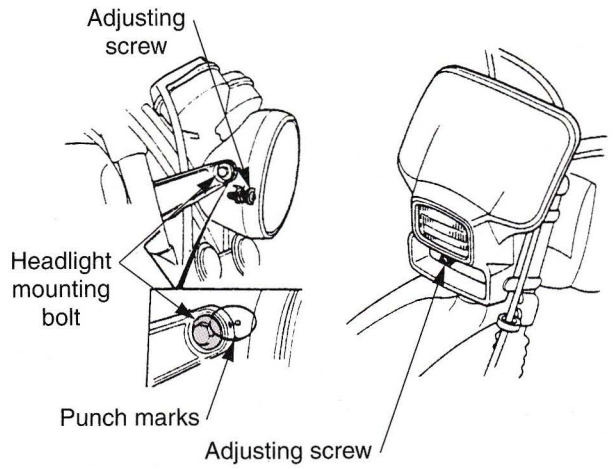

Figure 17-6. Adjusting a motorcycle headlight assembly. (Honda Motor Co., Ltd.)
1. Vertical adjustment. With the headlight on high beam, the brightest point of light should be 2″ (50.8 mm) below the horizontal mark at a distance of 25′ (7.62 m). To typically make a vertical adjustment, loosen the headlight mounting bolts, matching the punch mark on the case and the bracket by moving the headlight up or down, **Figure 17-6.** Some motorcycle headlights have an adjusting screw on the bottom. In this case, turn the screw to make the vertical adjustment.